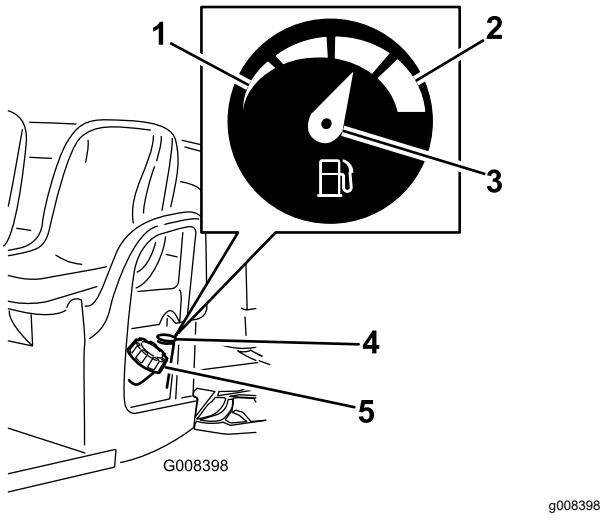

Figur 20
2. Ta bort tanklocket (Figur 20).